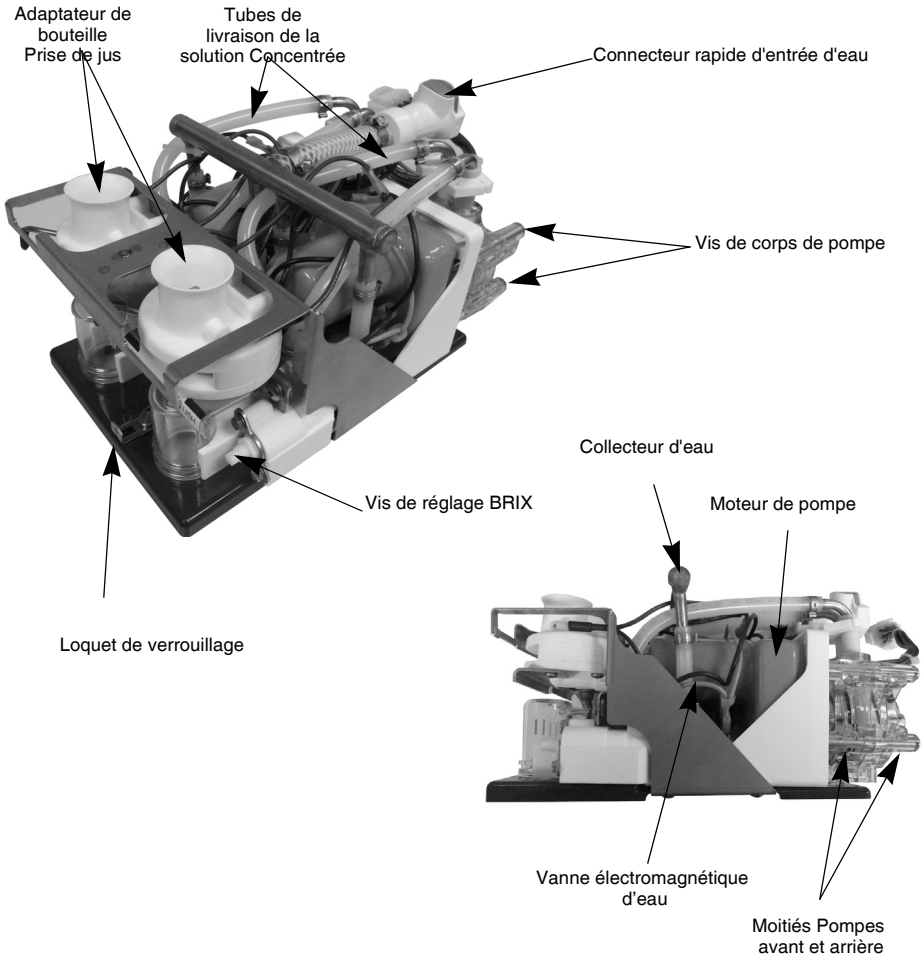

Figure 14. Détails intérieurs
4. Débrancher la déconnexion rapide de la conduite d'eau en appuyant sur le bouton gris (Voir Figure 14).
5. Faites glisser le loquet de verrouillage vers l'avant. Soulever légèrement la plate-forme et tirer vers l'avant pour accéder au connecteur électrique (voir Figure 14).
6. Débranchez le connecteur électrique en serrant les languettes de verrouillage de chaque côté et en tirant sur le connecteur. Soulevez et retirez la plate-forme de la pompe (voir Figure 14).
1. Retirer les deux colliers de serrage en plastique blanc des raccords du tube de la pompe (voir la Figure 14) et retirer les tubes de distribution du concentré des extrémités du flexible.